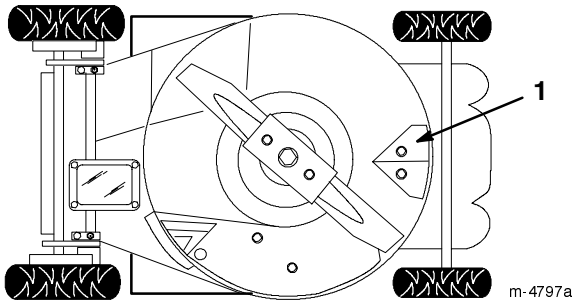

Figure 17
Keep the underside of the lawn mower housing clean. Be especially careful to keep the kickers free of debris (Fig. 17).
4. Tip the lawn mower onto its **left** side (Fig. 17).